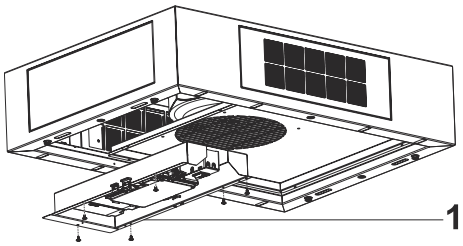

Fig. 16
6. Montera fast styrboxen med de medföljande skruvarna (Fig. 16).